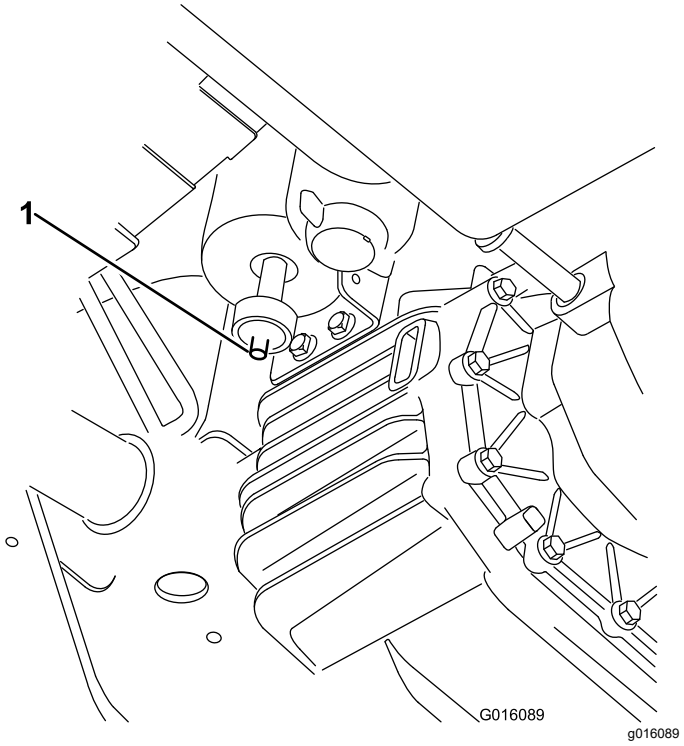

Figura 37
1. Localice el filtro de aire en la parte inferior del cartucho de carbón (Figura 37).